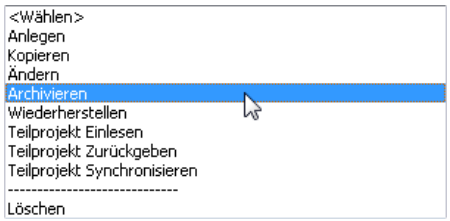

Bild 16.36 – Aufruf der Archivfunktion
- Aktivieren Sie das zu archivierende Projekt und rufen Sie im Listenfeld der Projektverwaltung *Archivieren* auf (Abb. 16.36).